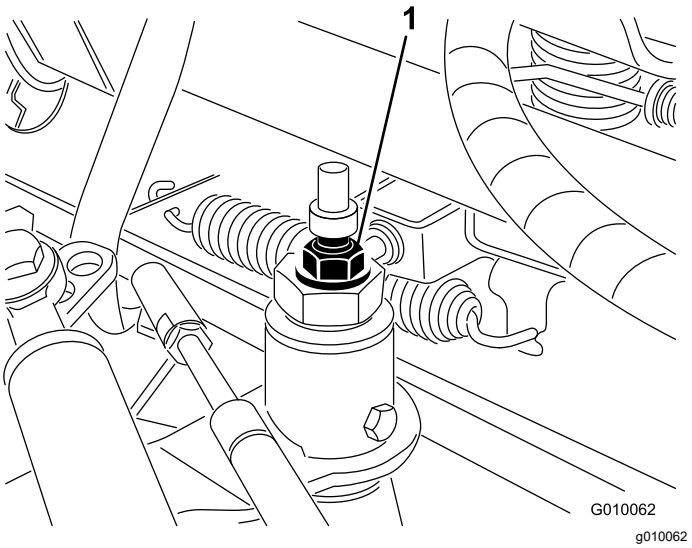

**Figure 56**
3. Loosen the locknut on the traction adjustment cam (Figure 56).